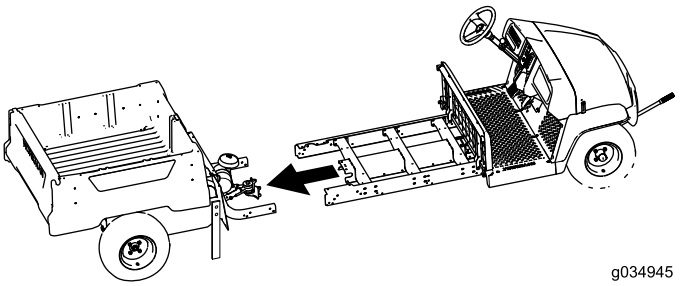

Figura 27
7. Solicite la ayuda de otra persona para que le ayude a juntar las secciones delantera y trasera de la máquina (Figura 27).